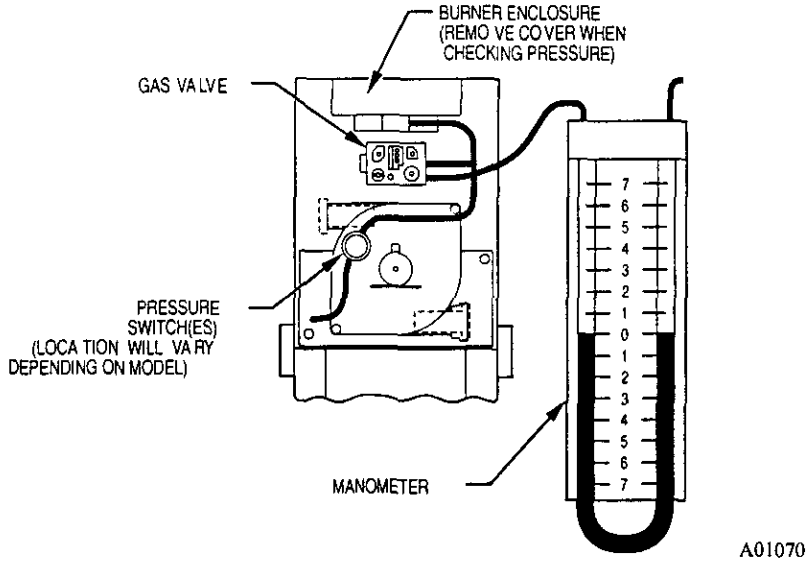

Fig. 24 – Adjusting Manifold Pressure (Manifold Attachment)
3. Attach manometer to manifold pressure tap on gas valve. (See Fig. 24)